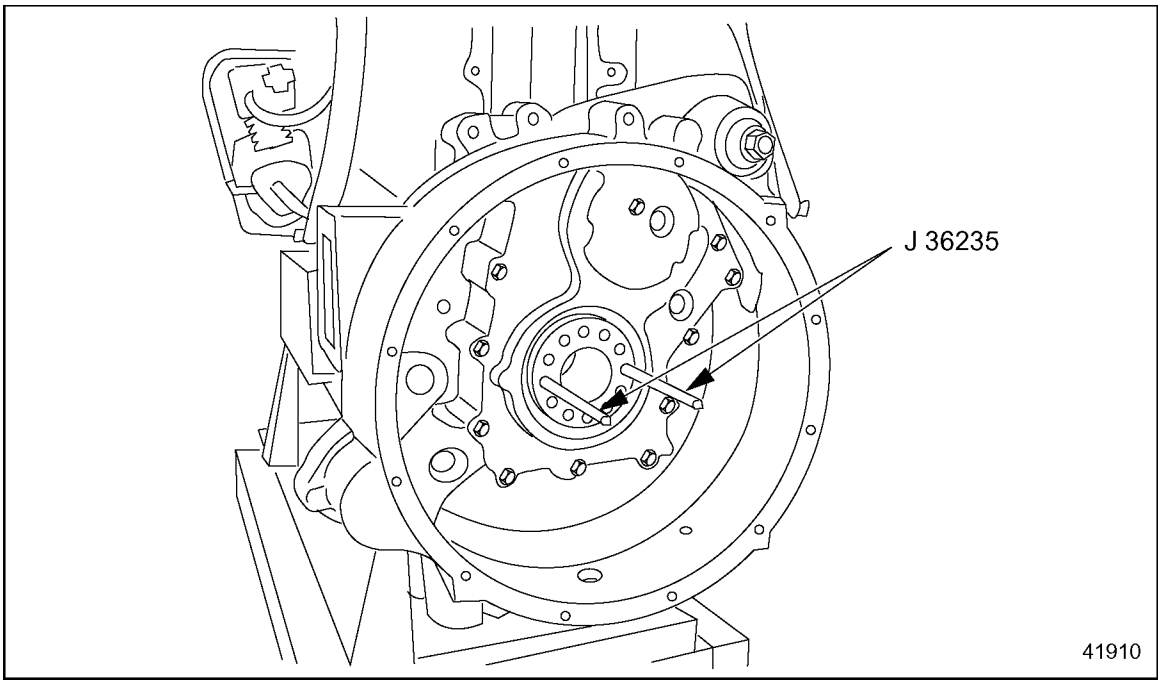

Figure 9-15 Flywheel Guide Studs
5. Insert two flywheel guide studs, J 36235 into the crankshaft. See Figure 9-15.